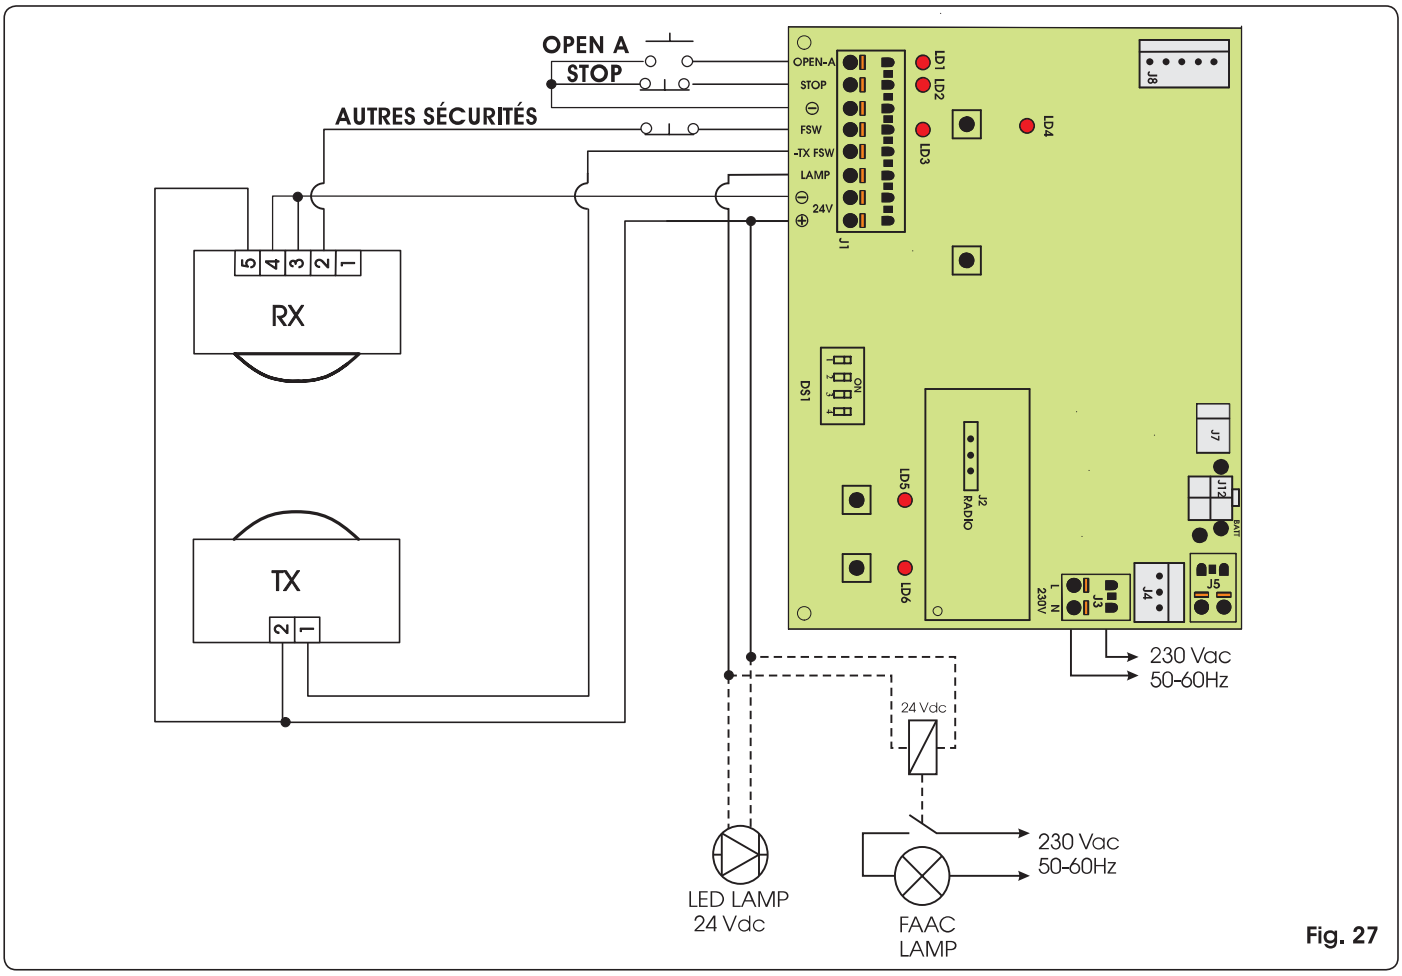

Fig. 27
- Réaliser les connexions électriques d'après la Fig. 27.